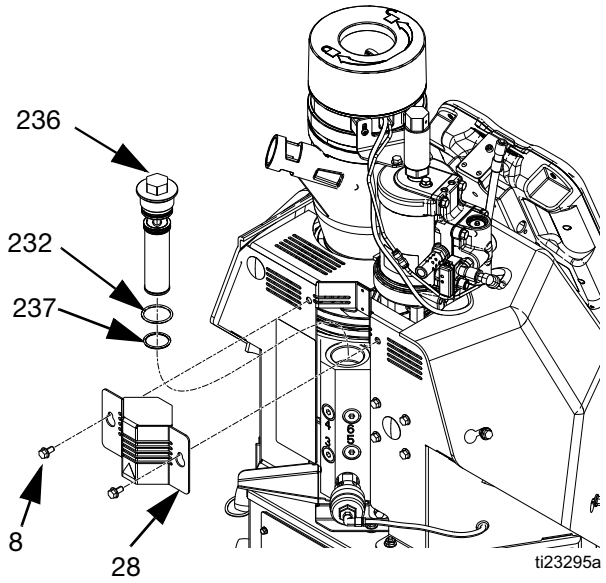

**FIG. 23**
4. Loosen two screws (8) then slide the small metal shroud (28) on the back of the system up to remove. See FIG. 23.
5. Use a 1 in. socket to unscrew outlet filter (236).
6. Insert allen wrench through the outlet filter cap to lift outlet filter (236) out of the system.
8. Place o-rings (232, 237) provided with new outlet filter onto new outlet filter (236).
10. Install small metal shroud (28) over outlet filter then tighten two screws (8).